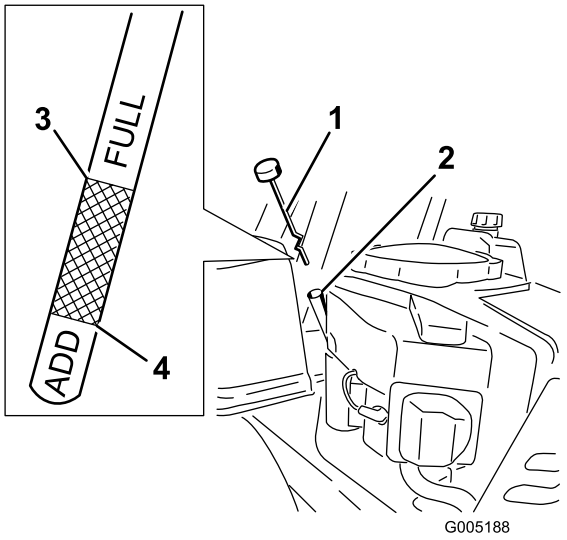

Figur 28
4. Skru løs og fjern peilestaven, tørk vekk olje (Figur 28). Sett peilestaven tilbake inn i røret, og sett lokket på røret. Lokket skal ikke skrus på røret.
5. Ta ut peilestaven, og kontroller oljenivået (Figur 28).
8. Fjern oljelokket/peilestaven (Figur 28).
14. Hell ca. 80 % av oljen som skal fylles på ned i påfyllingsrøret (Figur 28).
15. Monter oljelokket/peilestaven (Figur 28).
16. Kontroller oljenivået (Figur 28). Se Kontrollere oljenivået.
18. Monter oljelokket/peilestaven og stram godt til (Figur 28).